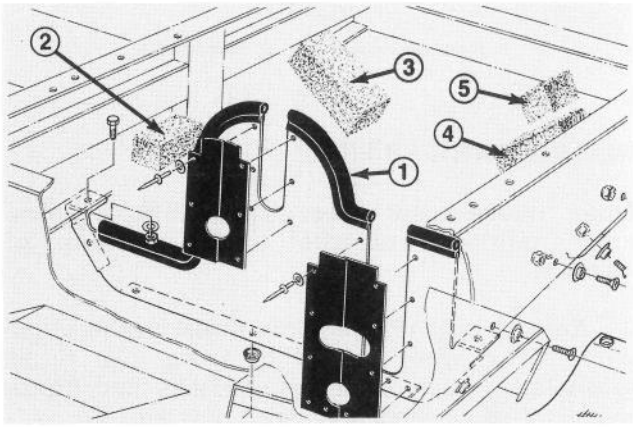
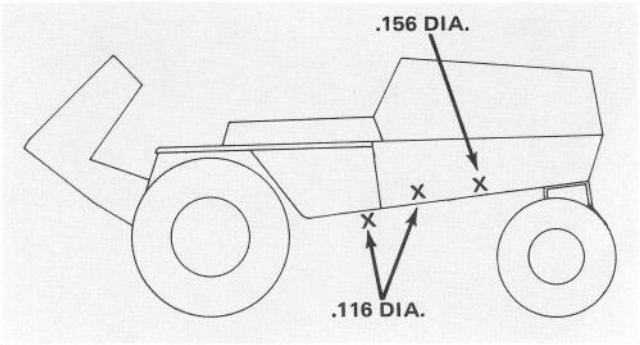

Figure 14
Figure 16
4. Install front engine shield. Tilt the bottom shield forward and lift, sliding the rubber inserts over the drive shaft and PTO drive shaft. Bolt shield to channel with 3/8 - 16 x 7/8" bolts, lockwashers and nuts (Fig. 14).
8. Stretch screen up over left side of unit and locate and drill one (1) .116 dia. hole thru bottom flange of left frame channel, just forward of front engine shield (behind battery box) (Fig. 16).
9. Locate and drill one (1) .116 dia. hole thru side channel for middle snap stud (Fig. 16).
10. Locate and drill one (1) .156 dia. hole thru left side frame and engine strap for middle snap stud (Fig. 16).
11. Stretch screen across rear engine strap and locate and drill five (5) .156 dia. holes thru strap.
12. Attach four (4) snap studs in .116 dia. holes with 6-32 self tapping screws and seven (7) snap studs in .156 dia. holes with 6-32 flathead machine screws and locknuts. Snap screen into position on all sides.
13. On right side of engine, insert large rear foam piece between engine and rear engine strap (Fig. 14).
14. On left side of engine, insert large foam piece between engine oil cooler hoses and engine strap. Insert small rear foam piece between engine and oil cooler hoses (Fig. 14).
16. Slide foam engine shields between fuel tank and side channels (Fig. 14).